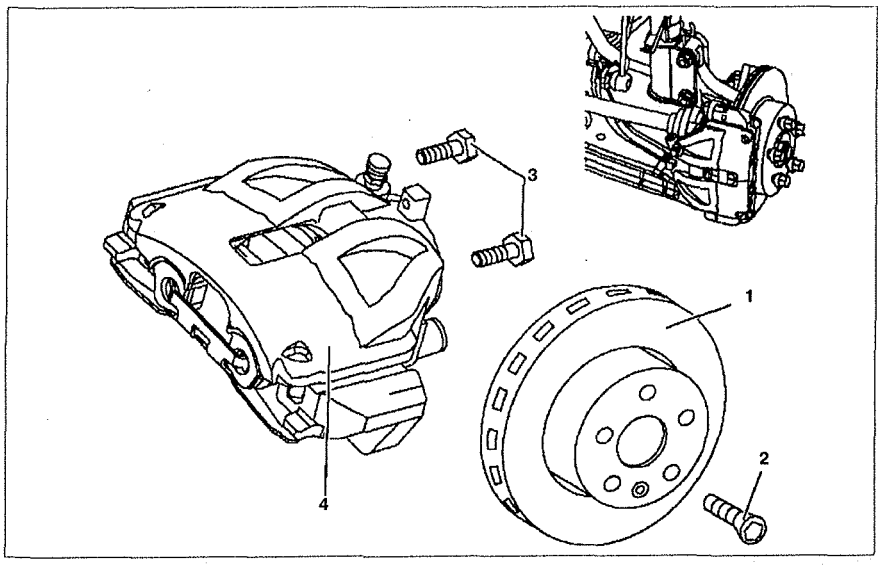

Рис. 9.5. Тормозной диск переднего тормозного механизма:
4. Открутите болт **2** крепления тормозного диска **1** (см.рис.9.5).